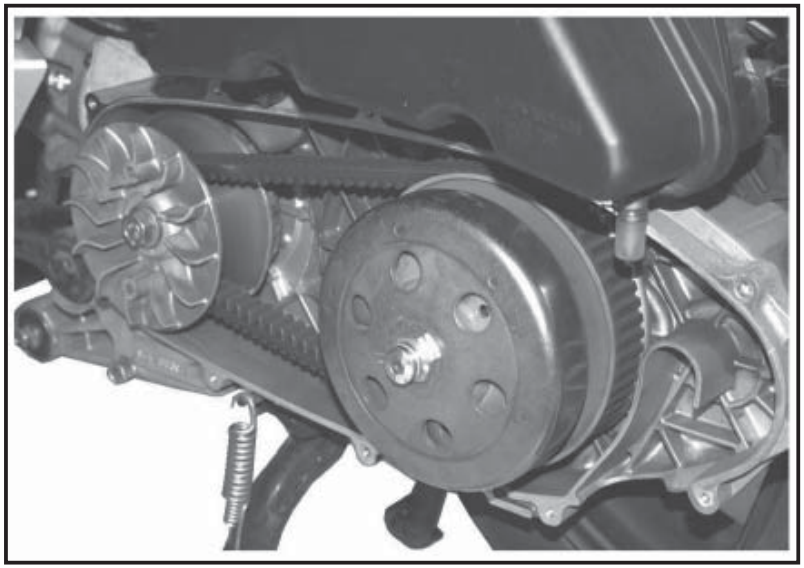

Fig. 02 QSI0034
4.24 TRASMISSIONE AUTOMATICA (Fig. 02)